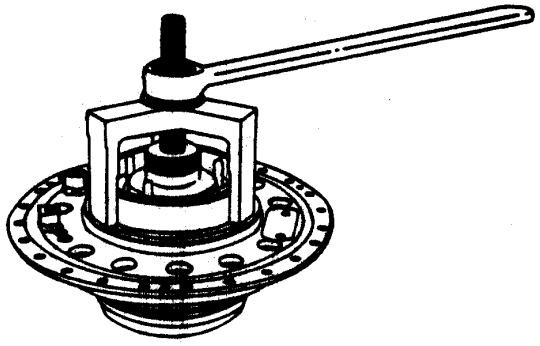

Figure 11. Removing Turbine Front Bearing Outer Race Using 6799642 Puller
m. Install 6799642 puller on front bearing support (8). (See figure 11.)